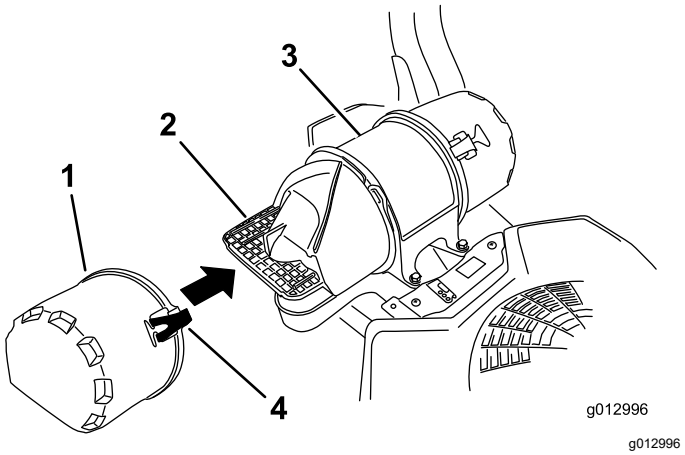

Figura 41
3. Abra los cierres del limpiador de aire y tire de la tapa de la entrada de aire para separarla del cuerpo del limpiador de aire (Figura 41).
5. Instale la tapa de la entrada de aire y sujétela con los enganches (Figura 41).